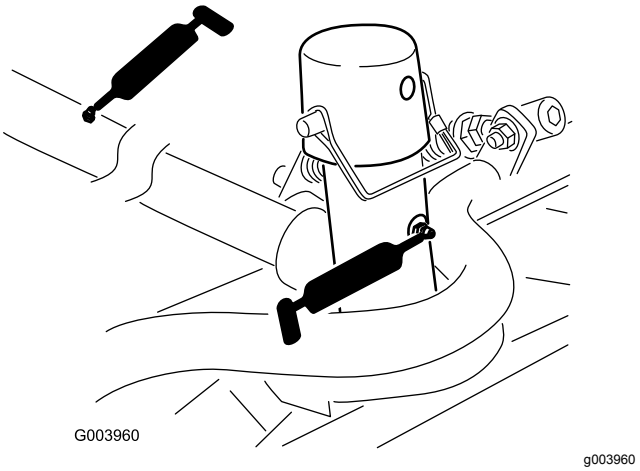

**Figur 46**
- Bæreramme og dreietapp for klippeenhet (2 hver) (Figur 46)